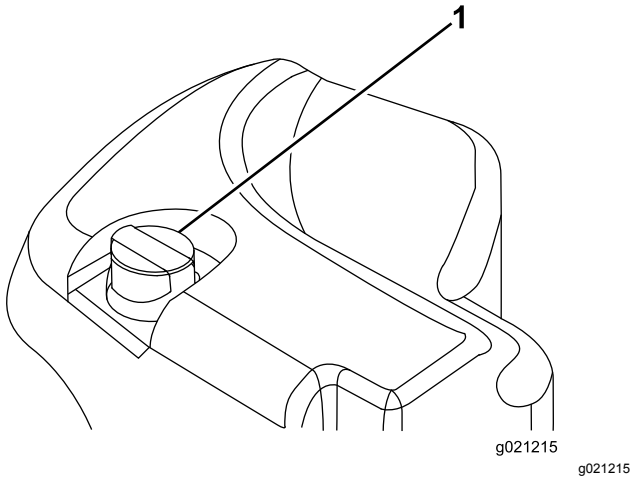

Figur 33
2. Gör rent omkring påfyllningsröret och hydraultanklocket (Figur 33).